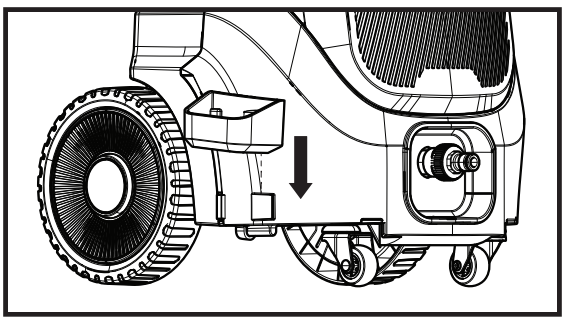

Fig. 1b
2. Presione hacia abajo para alinear con la ranura en forma de U en la parte inferior de la carcasa. (Fig. 1b)